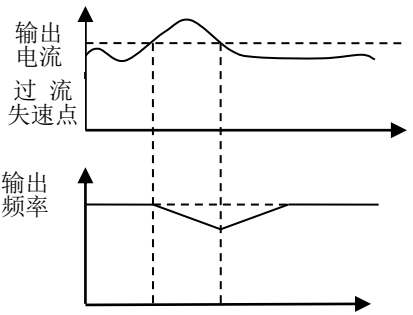

图 6-34 恒速运行中过流失速控制
- 变频器在运转过程中，当输出电流超过变频器过流失速值时，变频器就降低输出频率，以避免电机失速；当输出电流低于变频器过流失速值一定值时，变频器才新加速至设定频率。如图 6-34 所示。